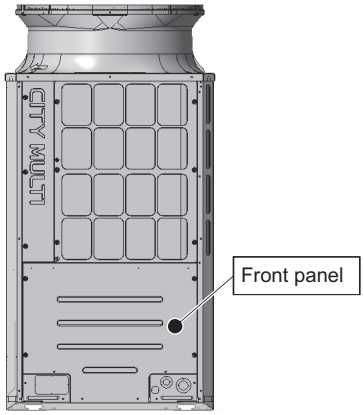

Figure 1
(1) Remove the front panel from the unit by unscrewing the eight screws. (See Figure 1.)